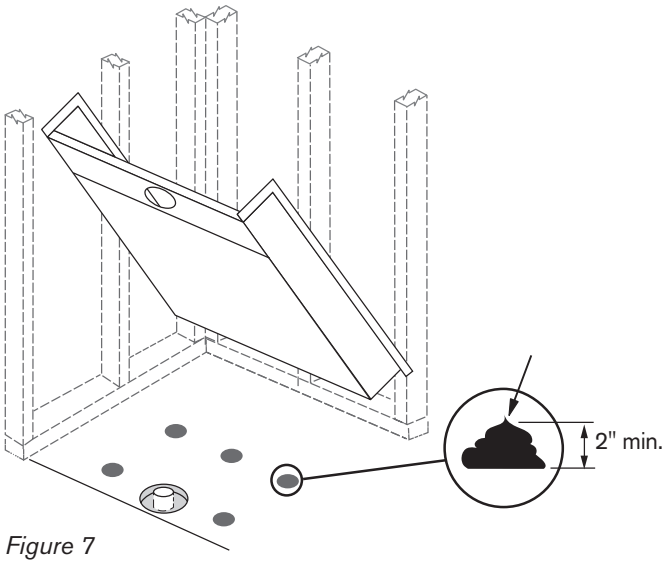

Figure 7
13. Place pan in pocket and prop it up while you apply the mud set. Place thick (2" high, minimum) dollops following the pattern you marked on the floor. The mud set will fill the void to help support the pan. *(Figure 7)*